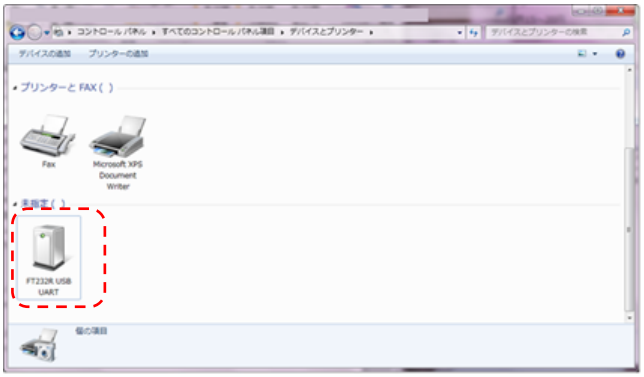

Figure 5 - USB Driver Icon on the “View devices and printers” screen
7. Right-click the "FT232R USB UART" USB driver icon and select "Properties" (Figure 5).